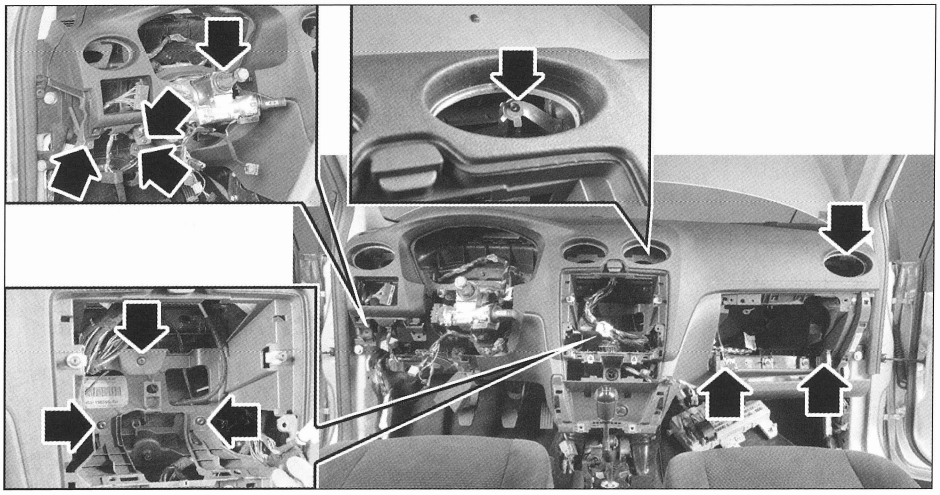

FIG. 50
• Desmontar los 11 tornillos de fijación del salpicadero **(fig. 50)**.